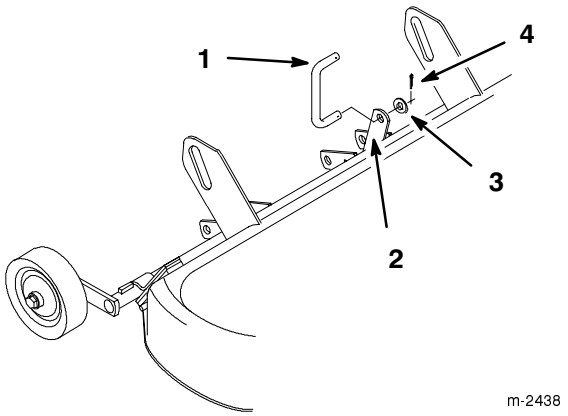

Figure 2
5. Placer la liaison arrière dans le support arrière et la fixer à l'aide de la rondelle de 1/2" (13 mm) et de la goupille épingle (Fig. 2).